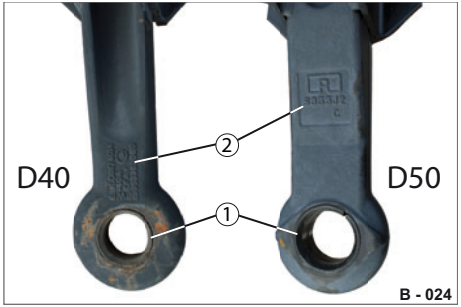

Abb. 28 Zugösen mit Verschleißbuchsen
- ▶ Lassen Sie eine verschlissene / deformierte Zugöse nur durch ein Original-Ersatzteil ersetzen - siehe Kennzeichnung (Abb. 28/2) auf der Zugöse.